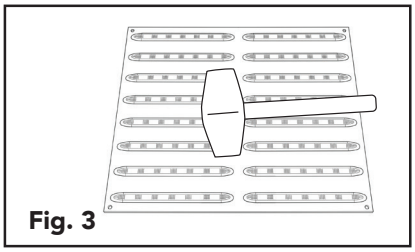

Fig. 3
3. Using a rubber or wooden mallet, tap the entire surface of the tile to ensure consolidation around the anchors. **(Fig. 3) NOTE: Installing tiles after moisture is gone from the top will help control floating.**